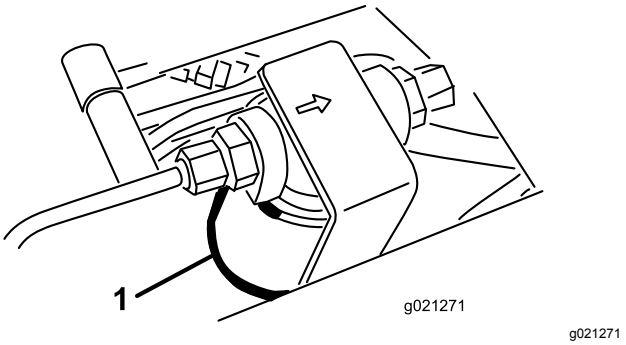
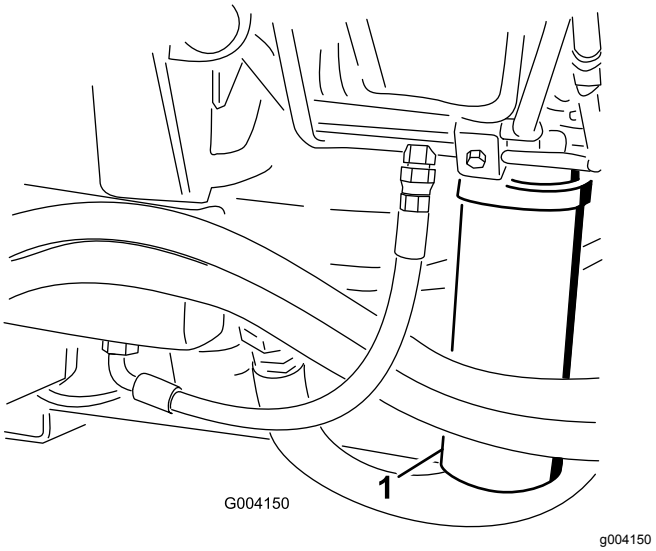

**Figur 92**
**Figur 93**
2. Rengör området där filtret ska monteras och placera ett avtappningskärl under filtret (Figur 92 och Figur 93).